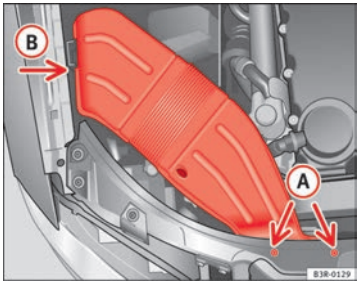

Fig. 216 Air duct on right side of vehicle
– Unscrew bolts (A) ⇒ Fig. 216.
– Detach air duct from guide (B) and take it out. ■